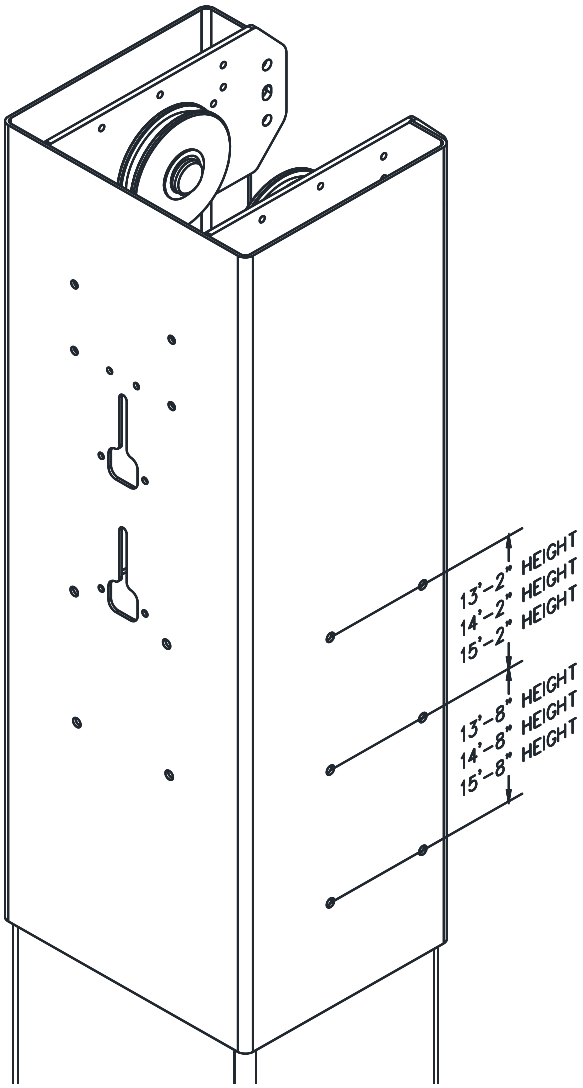

Fig. 5 – Column Extension Assembly
12) Assemble column extension to column by lining up the correct set of holes and using the 3/8”-16 x 3/4" lg. hex flange head bolts, **Fig. 5.**